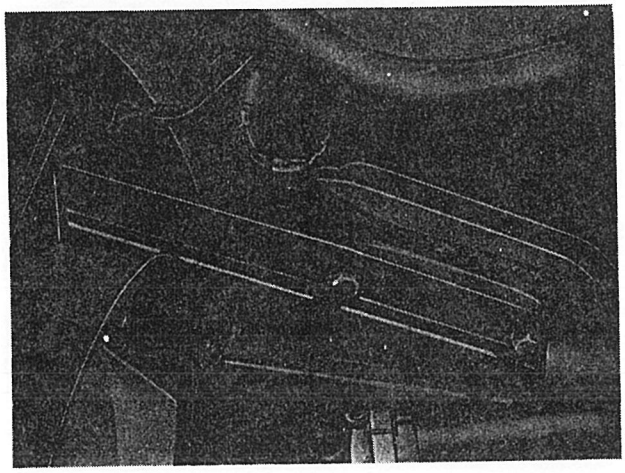

Afb. 2.16.1. Bevestiging voorbumper
(1) Verwijder de richtinglampen van de bumper.
(2) Verwijder de verduisterde schijnwerpers van de bumper.
(3) Verwijder de verduisterde grenslichten van de bumper.
(4) Los de bouten in de motorruimte waarmee de steunen van de bumper aan de carrosserie zijn bevestigd (zie afb. 2.16.1.).
(5) Neem de bumper naar voren af.